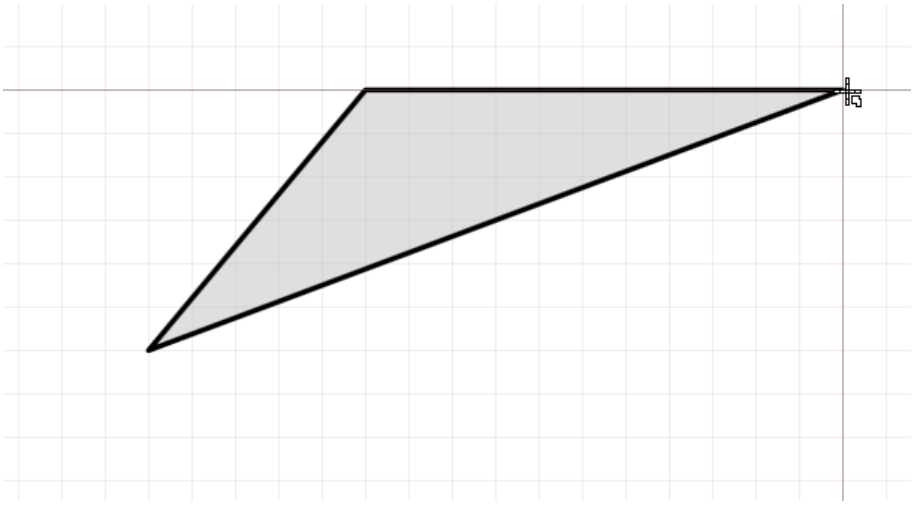

Рис. 32. Продолжение размещения многоугольника
4. Укажите точку расположения следующей вершины многоугольника, переместив курсор в нужную точку и нажав левую кнопку мыши. При этом будет размещен простейший многоугольник - треугольник. Положение курсора показывает возможную точку расположения третьей вершины многоугольника, возможный вид сторон представлен линиями, внутреннее пространство многоугольника заполнено, см. Рис. 32.